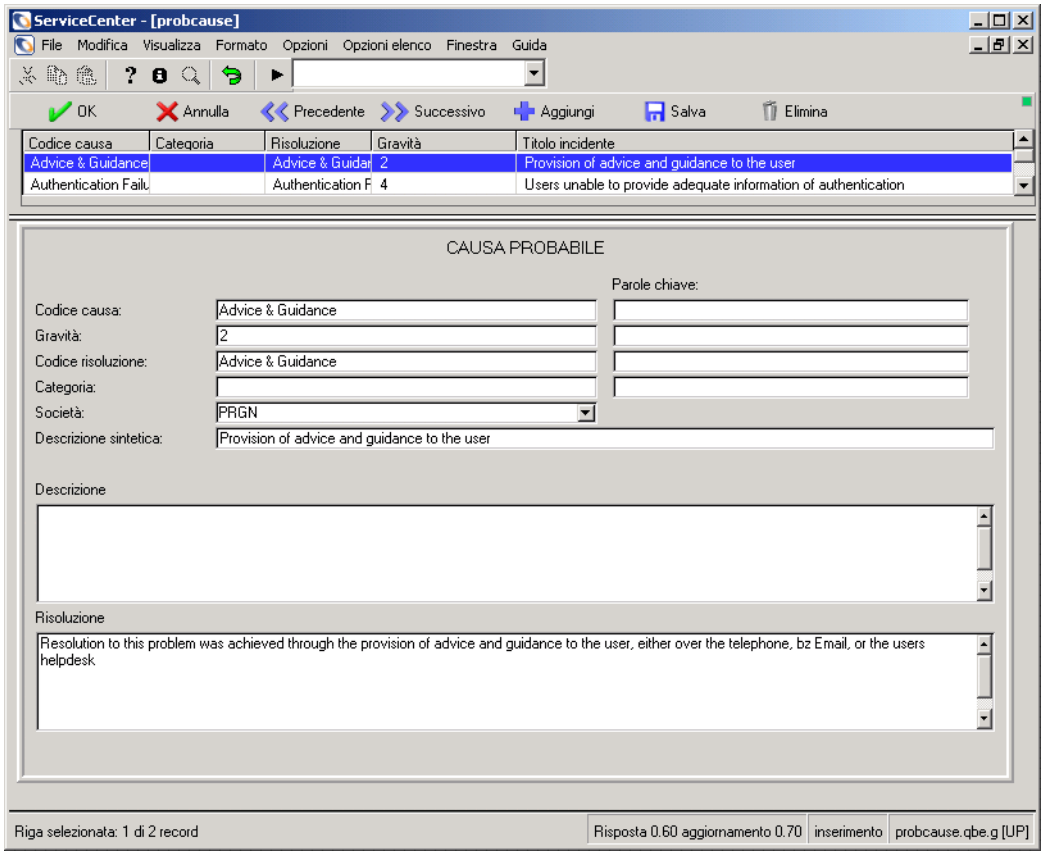

Figura 3-10: Record di Causa probabile
▶ Nell'Utilità di amministrazione protezione di Gestione servizi, fare clic su **Causa probabile**. La Figura 3-10 mostra il modulo Causa probabile.